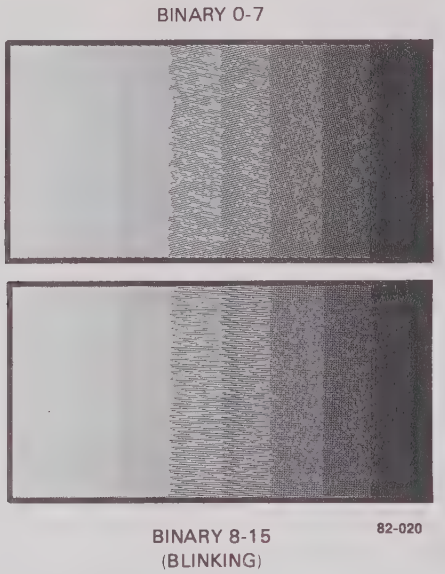

Figure 4-8. Binary Gray Shade Test Pattern
d. Seven blinking and non-blinking beam intensities should be displayed similar to figure 4-8.